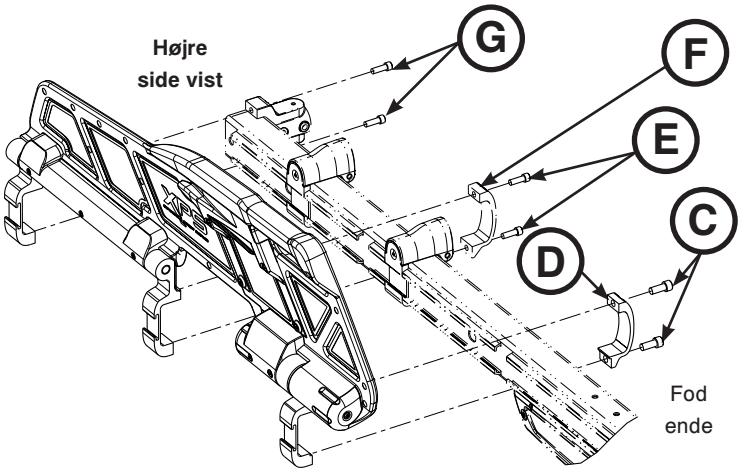

Figur 82
5. Med en 1/4" unbrakonøgle fjernes sokkelhovedskruerne (C), som fastgør sidegærdets klemme (D) til skraldehjulet i fodenden af hovedenheden (Figur 82). Ved installeringen skal begge skruer spændes til 22 ± 3.3 ft-lb.
6. Brug en 3/16" unbrakonøgle til at fjerne de to sokkelhovedskruer (E), der fastgør den midterste sidegærdeklemme (F) til det yderste sidegærde (Figur 82).
7. Brug en 3/16" unbrakonøgle til at fjerne de to sokkelhovedskruer (G), der fæstner top og bund af rammen imellem bunden og lejet til den yderste sidegærdeenhed (Figur 82).